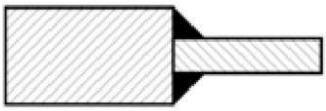
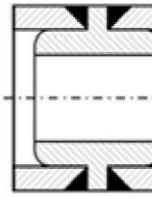
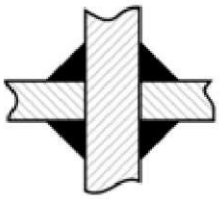

Рис.1
Рис.2
Рис.3
M. Рис.1 Рис.2 Рис.3 Рис.4
MMMMMM. Рис.3
OOOOO. Рис.1 Рис.2 Рис.3 Рис.4